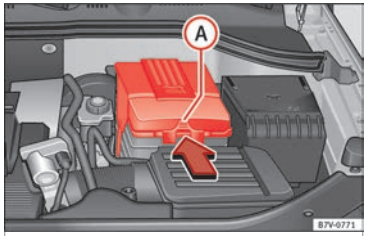

Bild 248 I motorrummet: Ta bort locket från bilbatteriet.
- *Om en lock finns:* tryck på knappen **››› bild 248** Ⓐ i pilens riktning och dra luckan uppåt.